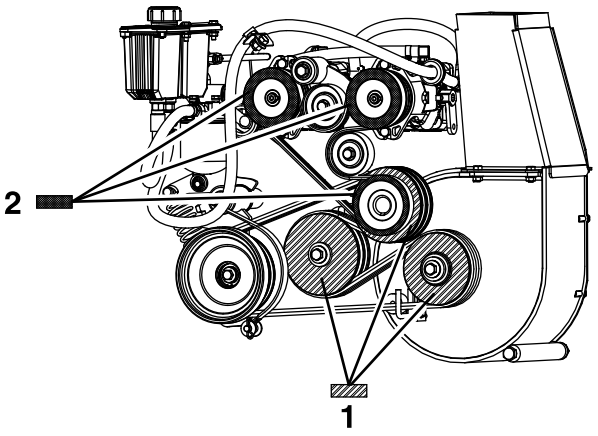

Bild 64
8. Messen Sie von der Riemenscheibe des Gebläses als Basislinie; bewegen Sie den Motor und die Zwischenwelle, bis die hintere Oberflächen aller drei Riemenscheiben innerhalb von 0,8 mm bis 1,6 mm ausgefluchtet sind (Bild 64).
4. Fluchten Sie jede Riemenscheibe der Pumpe mit einem geraden Lineal aus und ziehen es entlang der Pumpenwelle (Bild 64).